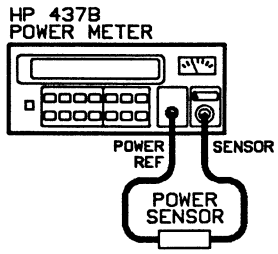

Figure 3-3. Front Panel Checks Setup
4. Connect the power sensor to the connector labeled POWER REF as shown in Figure 3-3.